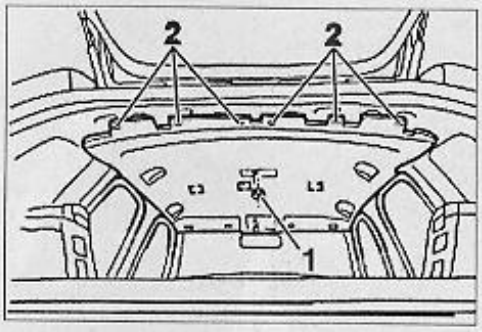

FIG. 65
• Déposer l'écrou (1) situé dans le plafonnier central **(Fig.65).**